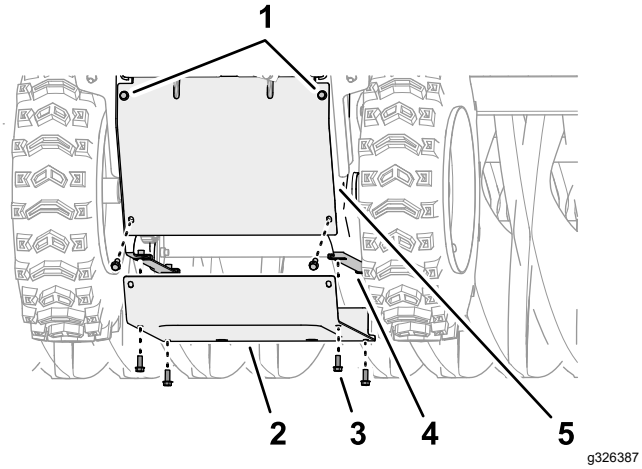

Figur 51
4. Ved bunnen av maskinen kan du justere hullene i bunndekselet med hullene i flensene på venstre og høyre sideplater (Figur 51).
5. Monter bunndekselet til maskinen (Figur 51) med seks flensehodeskruer (¼ x ⅝ tomme).
6. Stram de to øverste flenshodeskruene (¼ x ⅝ tomme) som fester det bakre dekselet til maskinen (Figur 51).